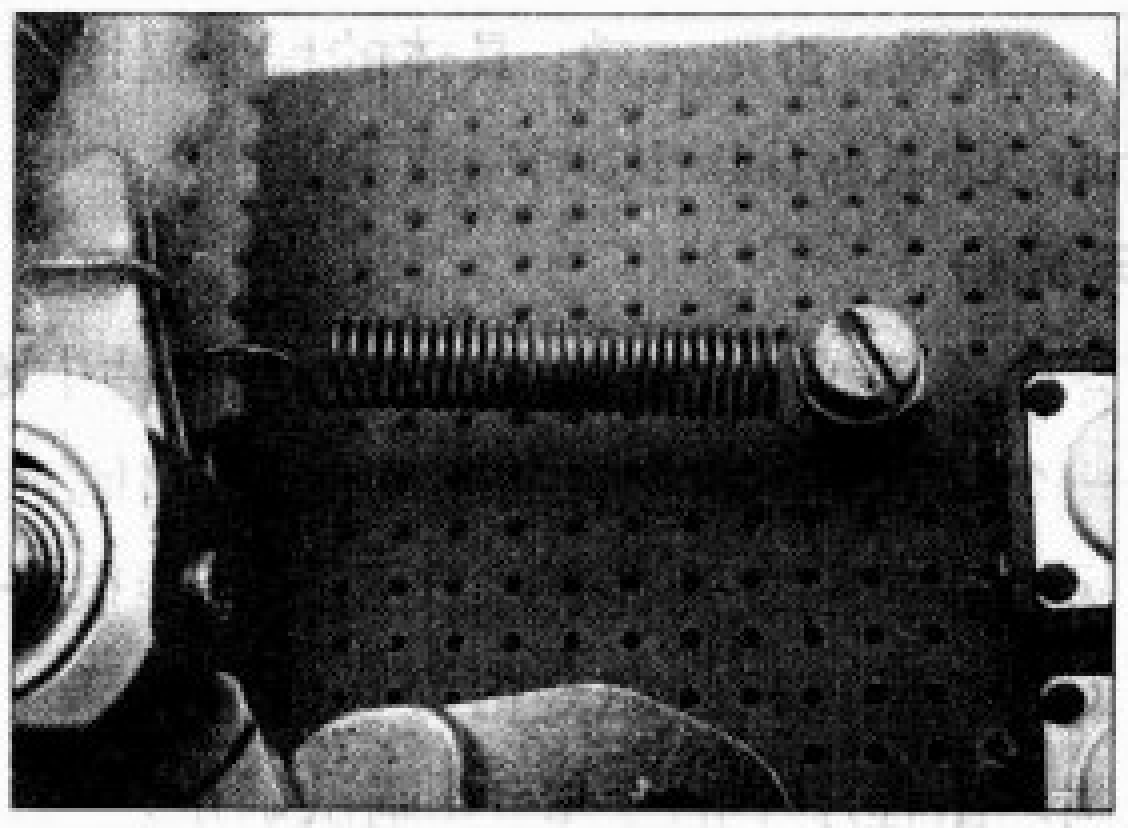

图10 拉簧
4. 为保持摇臂的平衡，在摇臂接近旋转轴的两端加装两只拉簧，这两只拉簧的规格尽量保持一致，弹性强弱要适中，可多找几种规格的试试，见图10。